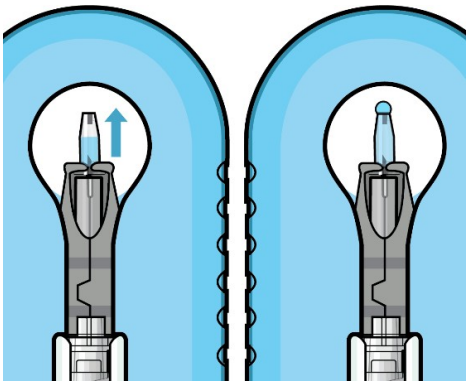

Figure 22
- Continue filling the implant until the implant is completely full of drug solution and all air has been expelled as evidenced by a dome of drug solution formed at the tip of the implant on the release control element (Figure 22).